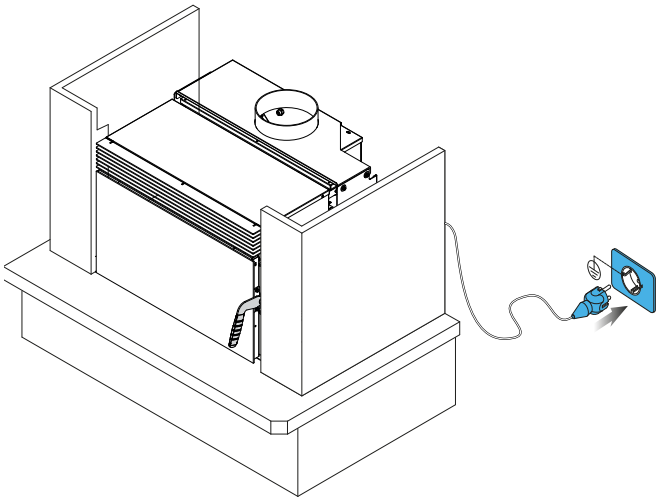

Afb. 6.1.15
15) Plan de stroomvoorziening op de achterkant van de inzethaard en sluit het netsnoer aan (Afb. 6.1.15).